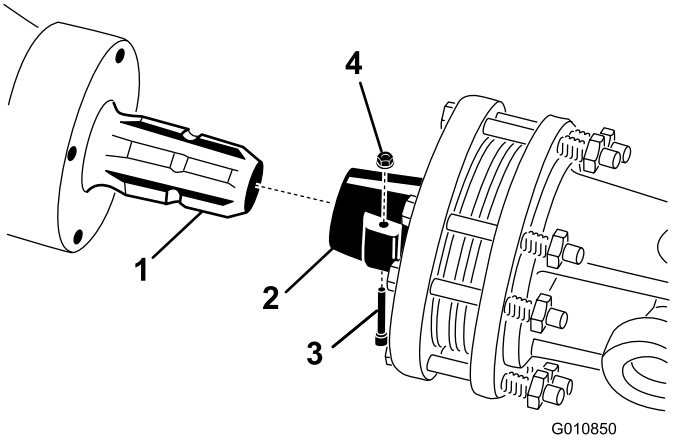

**Figur 20**
1. Ta bort sprinten och muttern från kraftuttagsaxeln (Figur 20).
2. Anslut kraftuttagsaxelns kopplingsände till luftarväxellådans ingångsaxel med sprinten och muttern som togs bort tidigare (Figur 20). Det går bara att sätta i sprinten på ett sätt.